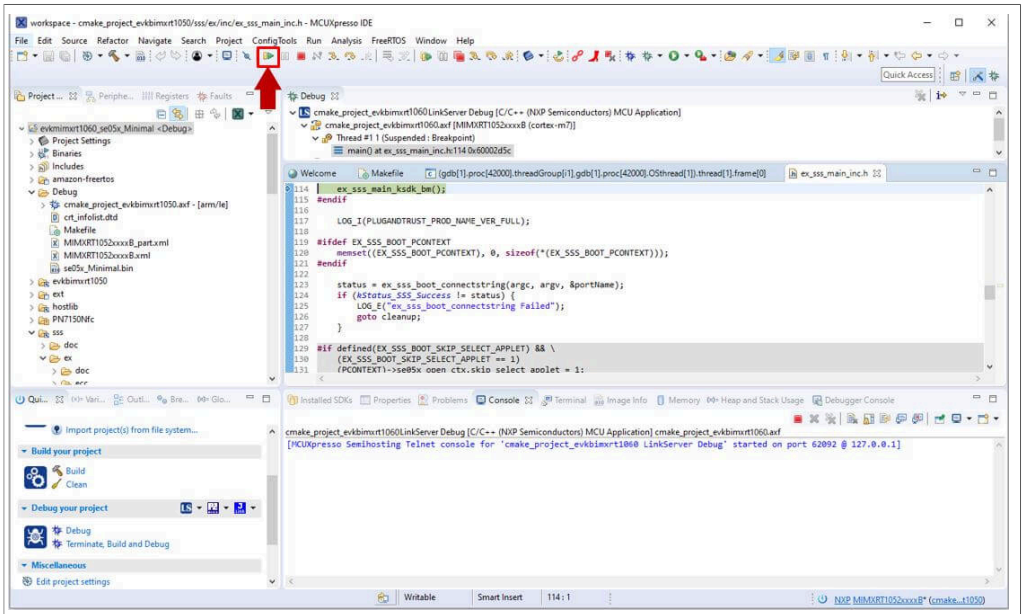

Figure 50. Resume `se05x_minimal` project example
5. When it executes, it will automatically stop in a breakpoint. Click on ***Resume*** to allow the software to continue its execution as shown in Figure 50.